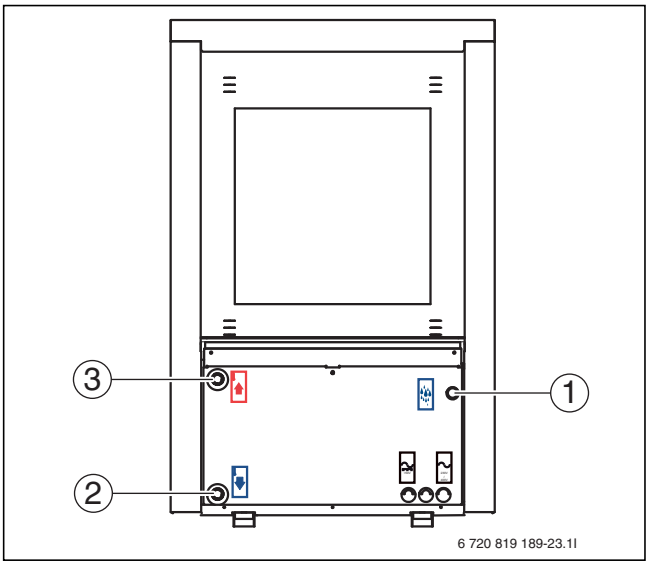

Fig. 32 Raccordements des pompes à chaleur. Valable pour toutes les tailles
3. Monter le tuyaux des condensats de la pompe à chaleur (→fig. 32).
- ▶ Raccorder le tube de l'entrée du circuit primaire de l'unité intérieure (→ [2], fig. 32).
- ▶ Raccorder le tube pour la sortie du circuit primaire vers l'unité intérieure (→ [3], fig. 32).